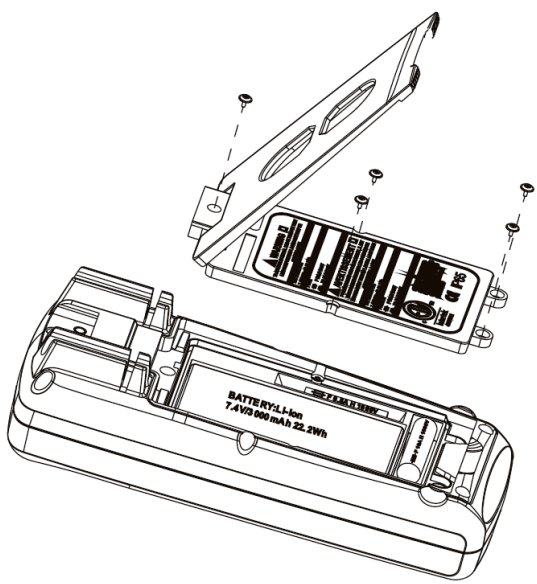

Figura 20
2. Remova os parafuso do compartimento de bateria e separe a tampa do gabinete inferior, conforme ***Figura 20***.